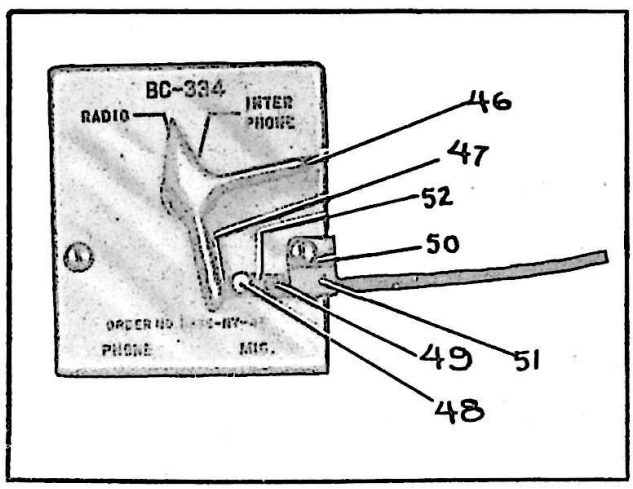

Figure 2-2. Interphone Control Box BC-334 (Master) with Control Shaft MC-166-A Attached
b. Attach the control shaft to Interphone Control Box BC-334 as follows: (See fig. 2-2.) Screw the swivel 47 into the tapped hole provided near the tapped hole provided near the end of the handle on the knob 46. The swivel should be tightened so that the pin 48 around which the coupling pivots, is perpendicular to the face of the box. The control shaft is attached to the clevis (52) by the hexagonal-socket set screw 49. The control shaft casing is held by the bracket 51 which is attached to the box by the screw holding the right-hand side of the cover. Two hexagonal-socket set screws (50) hold the control-shaft casing in the bracket 51.